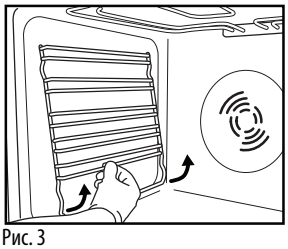

Рис. 3
1. Зніміть бічні напрямні (Рис. 3)